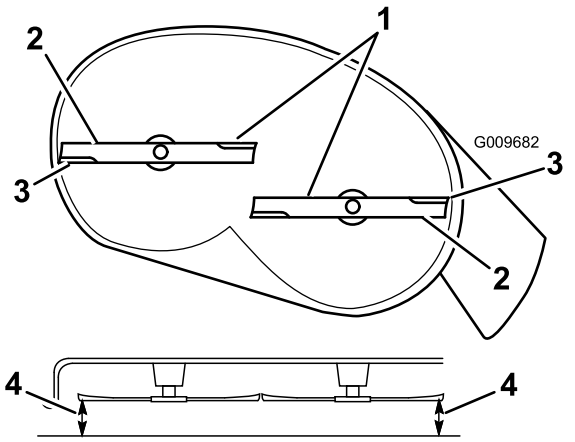

Figur 52
4. Drej forsigtigt skæreknivene, så de alle er tværgående (Figur 52).
5. Mål mellem de udvendige skærekanter og den plane overflade (Figur 52). Hvis begge mål ikke er inden for 5 mm, er en justering nødvendig. Fortsæt med denne procedure.